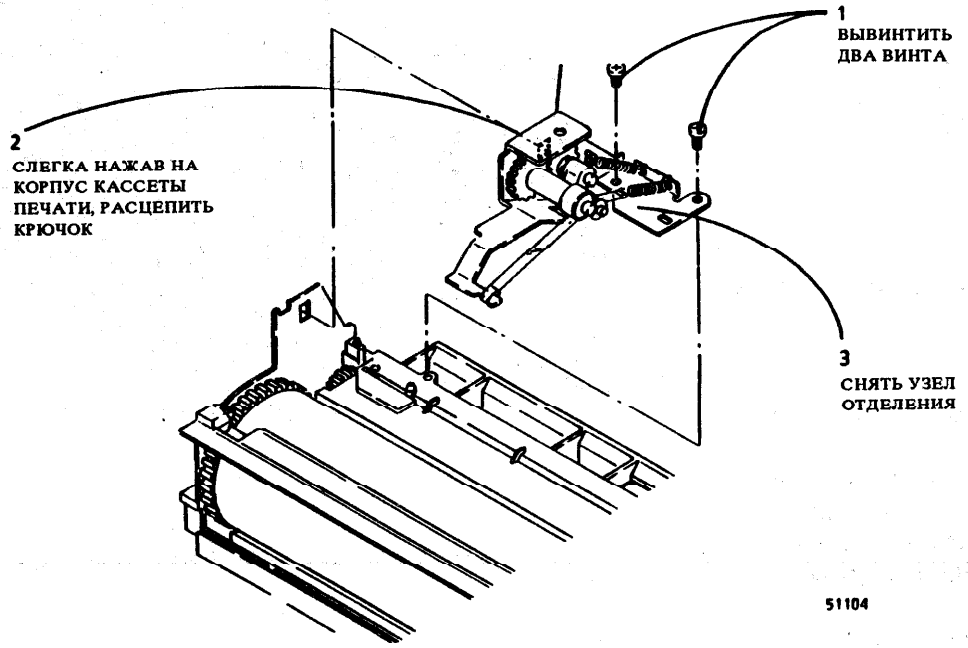

Рис. 1. Снятие узла отделения
2. (Рис. 1): снять узел отделения с низа кассеты печати.